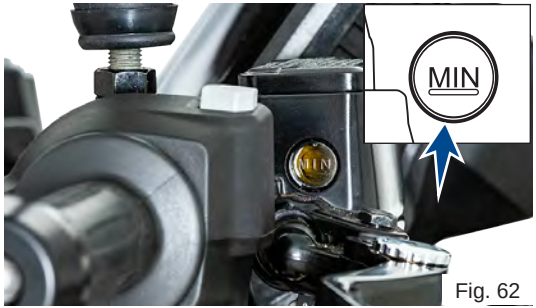
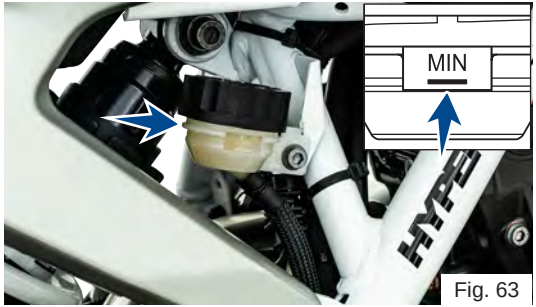

Fig. 62
Fig. 63
- Inspect the oil level of both front and rear brake fluid reservoirs **(ref. Fig. 62 & Fig. 63)**.